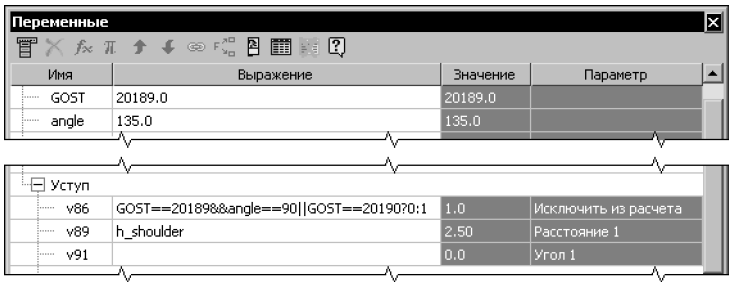

Рис. 134.4. Логическое выражение
Для реализации этого требования в модели необходимо создать следующие переменные (рис. 134.4):
*GOST==20189&&angle==90||GOST==20190?0:1* (рис. 134.4).